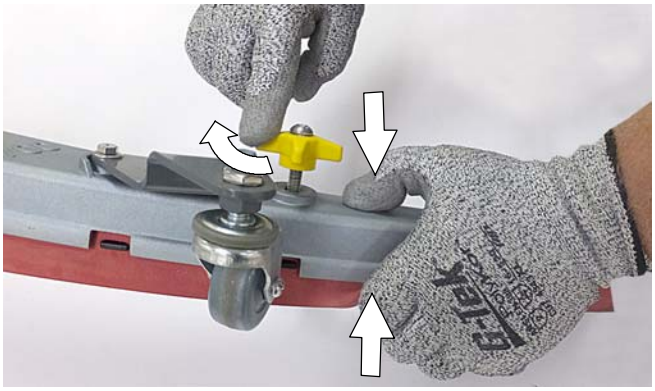

図 138
5. ブレードリテーナとスクイージーフレームを互いに押し付け、2つの外側のノブを再度締め付けます（図138）。